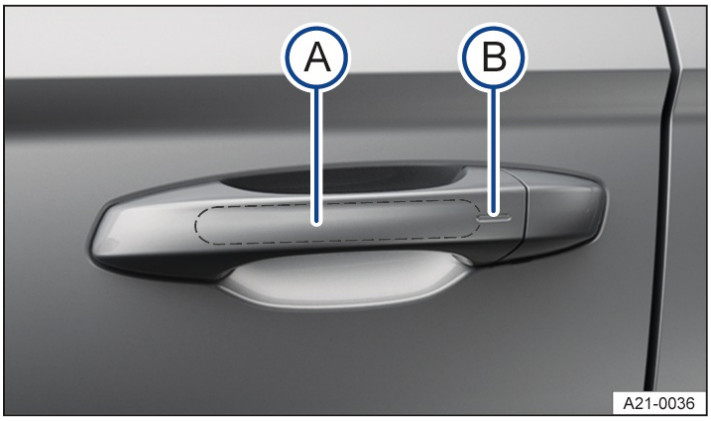

Fig. 2 In door handle: sensors.
1. Touch the sensor on the inside of the door handle→ *fig. 2*.
2. Touch the sensor on the outside of the door handle→ *fig. 2*.